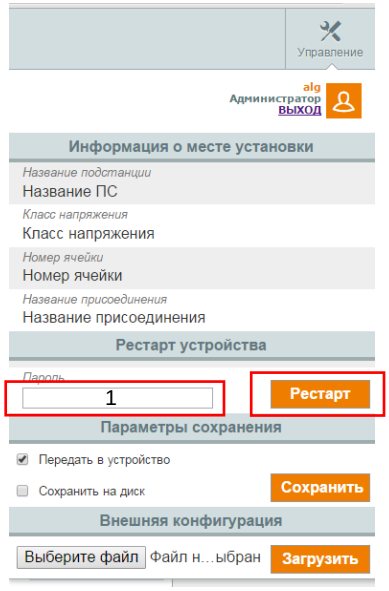

Рис.3.60 Рестарт BINOM3 через Web-конфигуратор
6) Для вступления в силу внесенных изменений необходимо перезагрузить BINOM3. Выполнить перезагрузку прибора возможно путем ввода пароля на рестарт устройства (по умолчанию, 1) и дальнейшим нажатием кнопки «Рестарт» (рис. 3.60).
7) Для вступления в силу внесенных изменений необходимо перезагрузить BINOM3. Выполнить перезагрузку прибора возможно путем ввода пароля на рестарт устройства (по умолчанию, 1) и дальнейшим нажатием кнопки «Рестарт» (рис. 3.60).